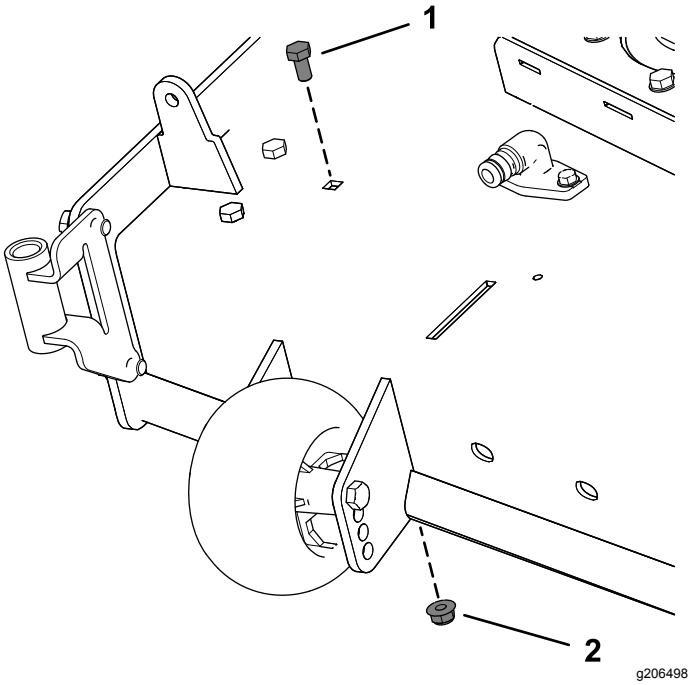

Figur 9
2. Ta bort den befintliga skruven och muttern från klippdäcket (Figur 9).
För klippdäck på 137 cm tar du bort skruven och muttern enligt Figur 9.